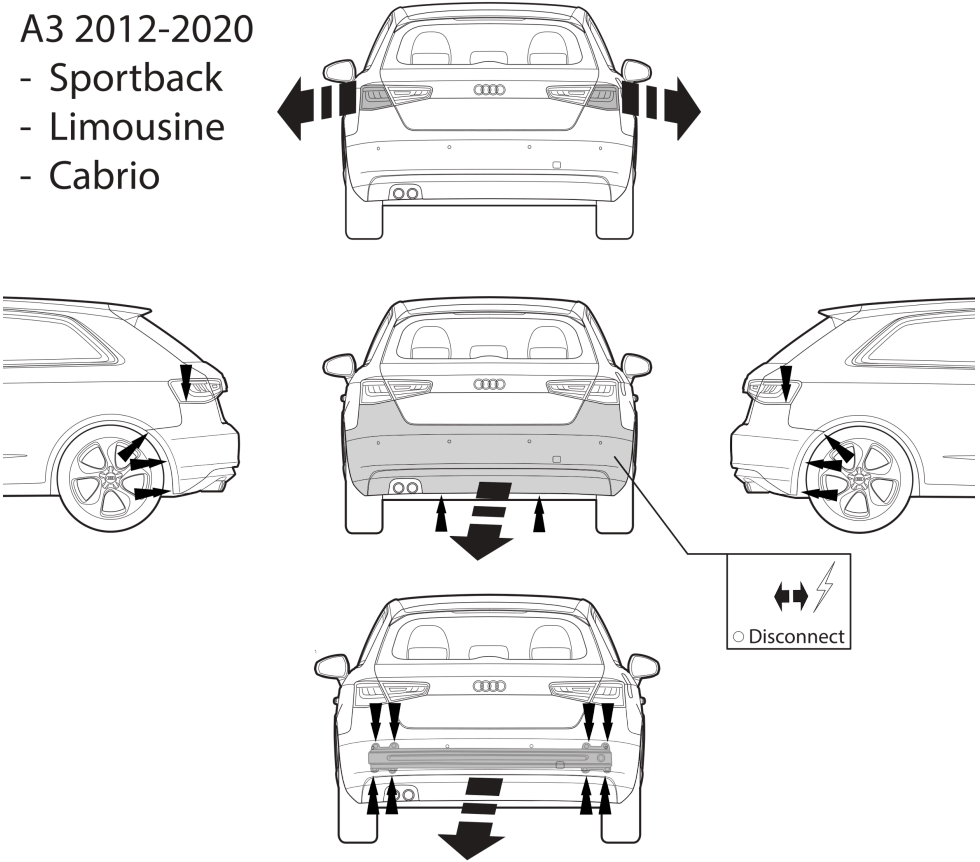

Fig. 1
1. Снять оба блока задних фар. Снять бампер вместе со буферным брусом автомобиля. Буферный брус больше не понадобится. Поставить болты на место. См. рисунок 1,2,3,4,5,6,7,8.